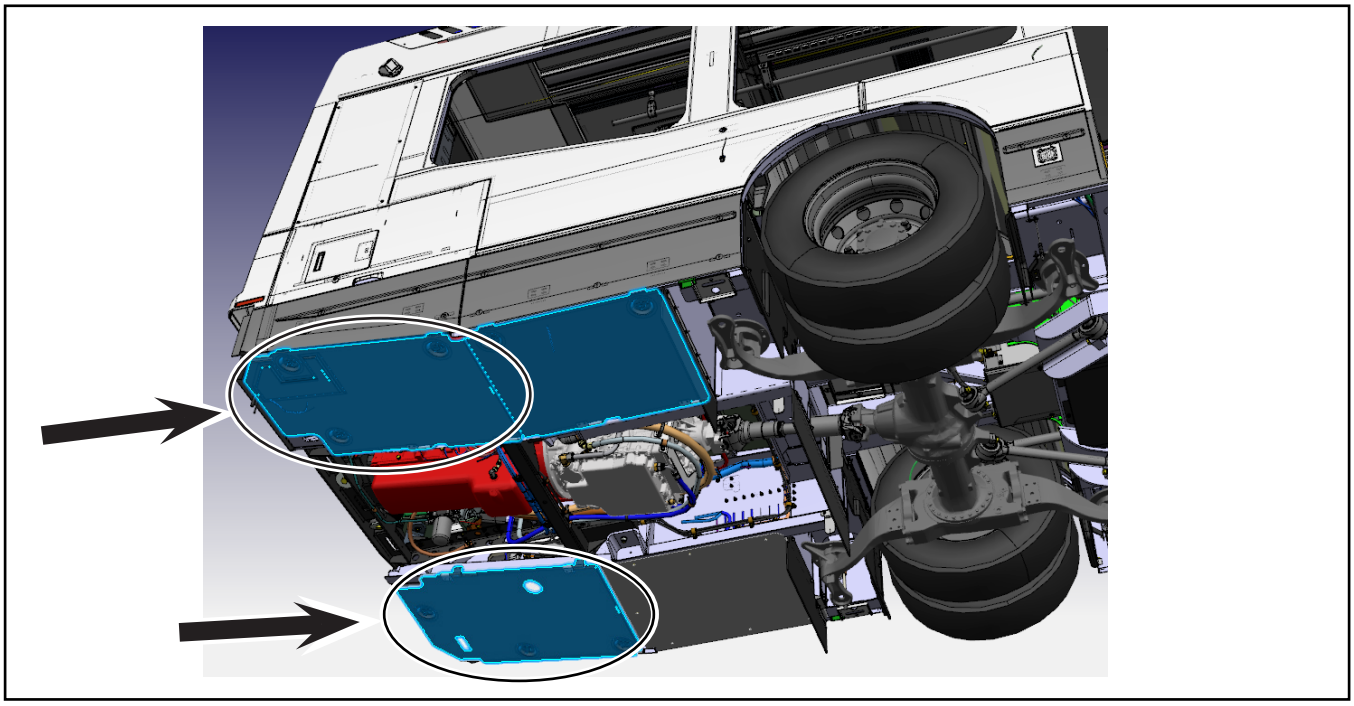

Figure 13 - Remove theTwo Dust Pans
1.67. Remove the two dust pans circled in Figure 13.